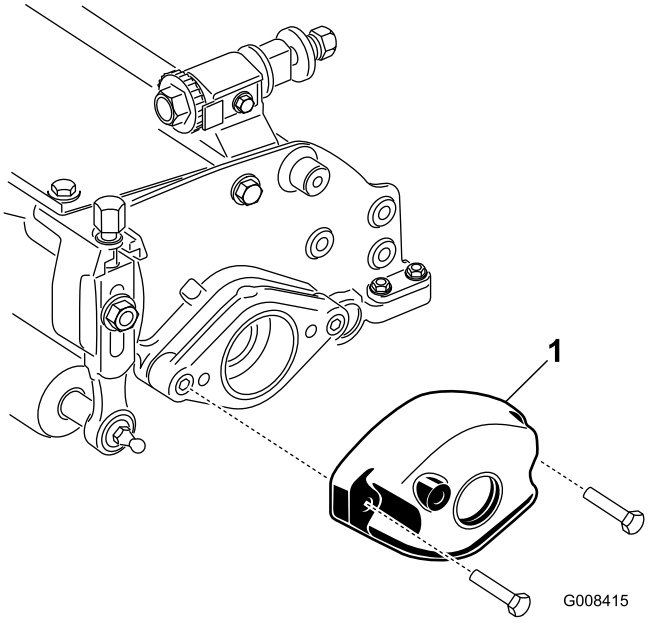

Figura 2
5. Togliete i 2 bulloni e i 2 dadi che fissano il contrappeso all'estremità sinistra dell'apparato di taglio e il contrappeso (Figura 2).